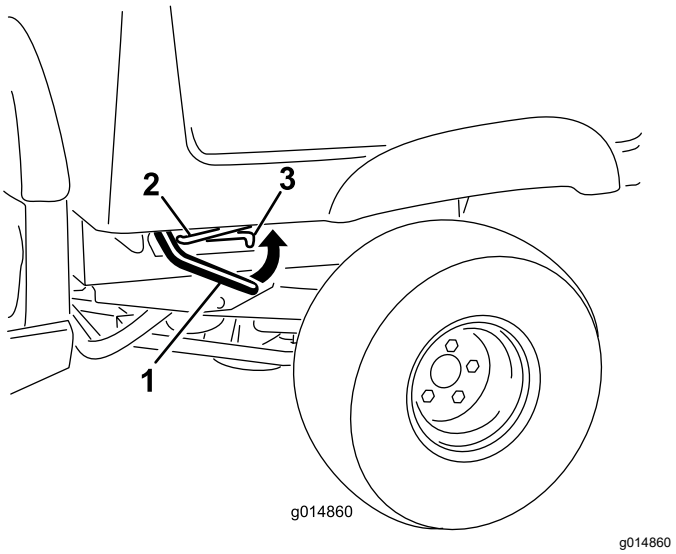

Figur 1
4. Løft grebet på hver side af ladet, og løft ladet op (Figur 1).